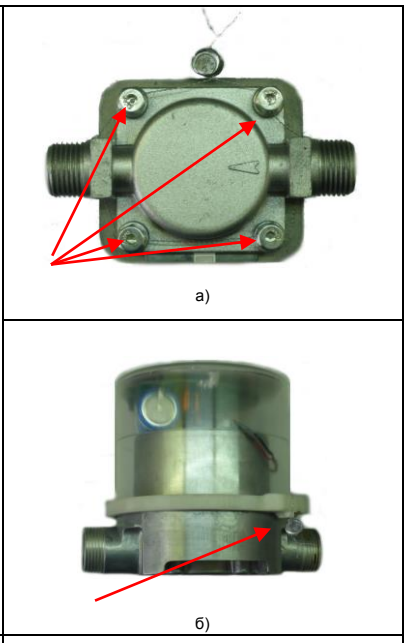

Рис. 3. Место пломбировки счётчика газа:
7.11 После монтажа и проверки работоспособности счётчика представителем монтажной организации составляется акт об установке счётчика, делается отметка в пункте 11 паспорта на счётчик газа ЭКО НОМ о дате ввода в эксплуатацию и счётчик газа пломбируется представителем организации-поставщика газа согласно п. 2.7 Правил учёта газа, утвержденных Минтопэнерго РФ 14.10.1996 г., и ПП РФ от 21.06.2008 г. №549 (ред. от 14.05.2013 г.) «О порядке поставки газа для обеспечения коммунально-бытовых нужд граждан». Проушина для пломбировки показана на рис. 3.